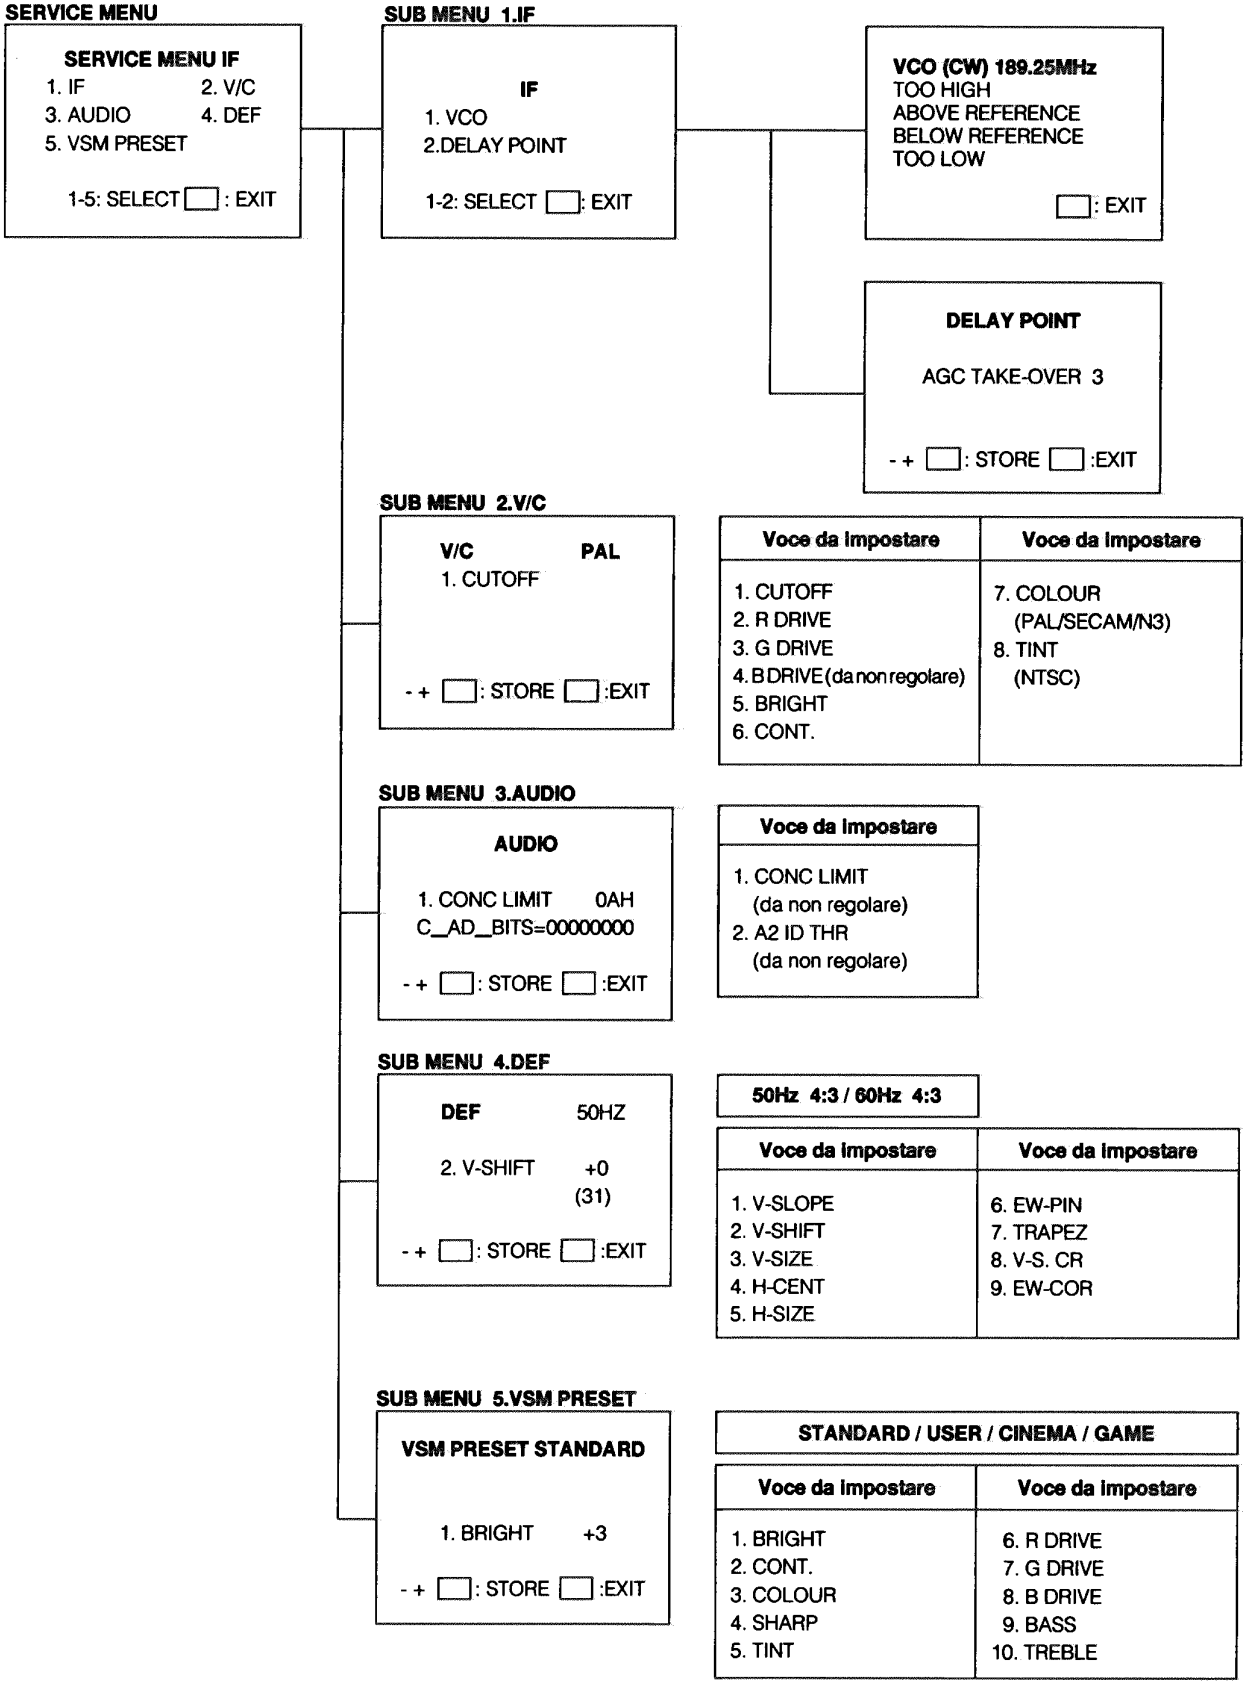

Fig. 2 Schermi dei menu secondari
1) Premete uno dei tasti da 1 a 5 sul telecomando, e selezionate lo schermo di un menu secondario (fate riferimento alla Fig. 2) da SERVICE MENU.